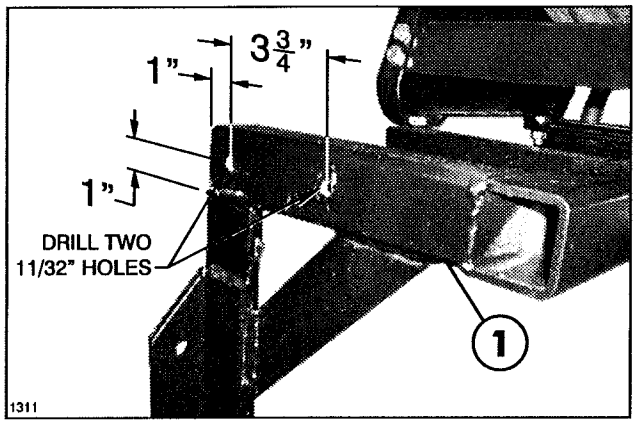

FIG. 1
2. Locate, mark and drill (2) 11/32" diameter holes through both walls of the tube on the L.H. side of the Hose Reel Mounting Assembly. See FIG. 1.